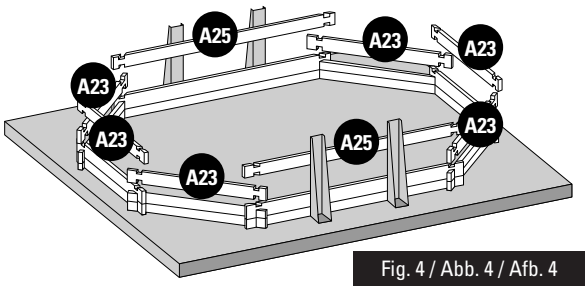

Fig. 4 / Abb. 4 / Afb. 4
3rd LAYER OF BOARDS: Install the third layer of boards as shown in figure 4. The position of the refilling fitting with the key and the skimmer should be defined at the start of the assembly (read the specific paragraphs).
3ÈME RANGÉE MADRIERS : Positionnez les madriers de la 3ème rangée conformément à la figure 4. Vous devez avoir déterminé l'emplacement de la buse de refoulement et du skimmer dès le dèbut du montage (voir paragraphes espécifiques).
3. BRETTERREIHE: Platzieren Sie die Bretter der dritten Reihe laut Abb. 4. Zu Beginn der Montage müssen Sie die Lage des Druckventils und des Skimmers festlegen (lesen Sie hierzu die entsprechenden Abschnitte).
3ª RIJ PLANKEN: Plaats de planken van de derde rij zoals te zien is op afbeelding 4. U moet al bij aanvang van de montage bepalen op welke plaats het uitstroommondstuk en de skimmer moet komen (less de betreffende paragrafen).